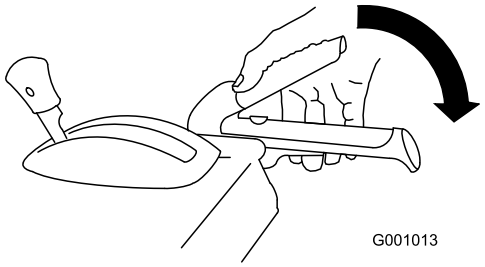

Figur 28
1. For at indkoble snegle-/rotordrevet skal du klemme snegle-/rotorgrebet til højre for håndtaget (Figur 28).